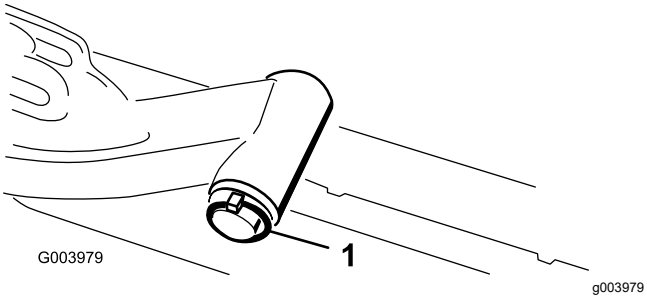

Figuur 11
A. Verwijder de lunspen en de ring waarmee de as van het draaipunt van de hefarm is bevestigd aan de hefarm, en schuif de as uit de hefarm (Figuur 11).
C. Steek de as van de hefarm in de hefarm en zet deze vast met de ring en de lunspen (Figuur 11).